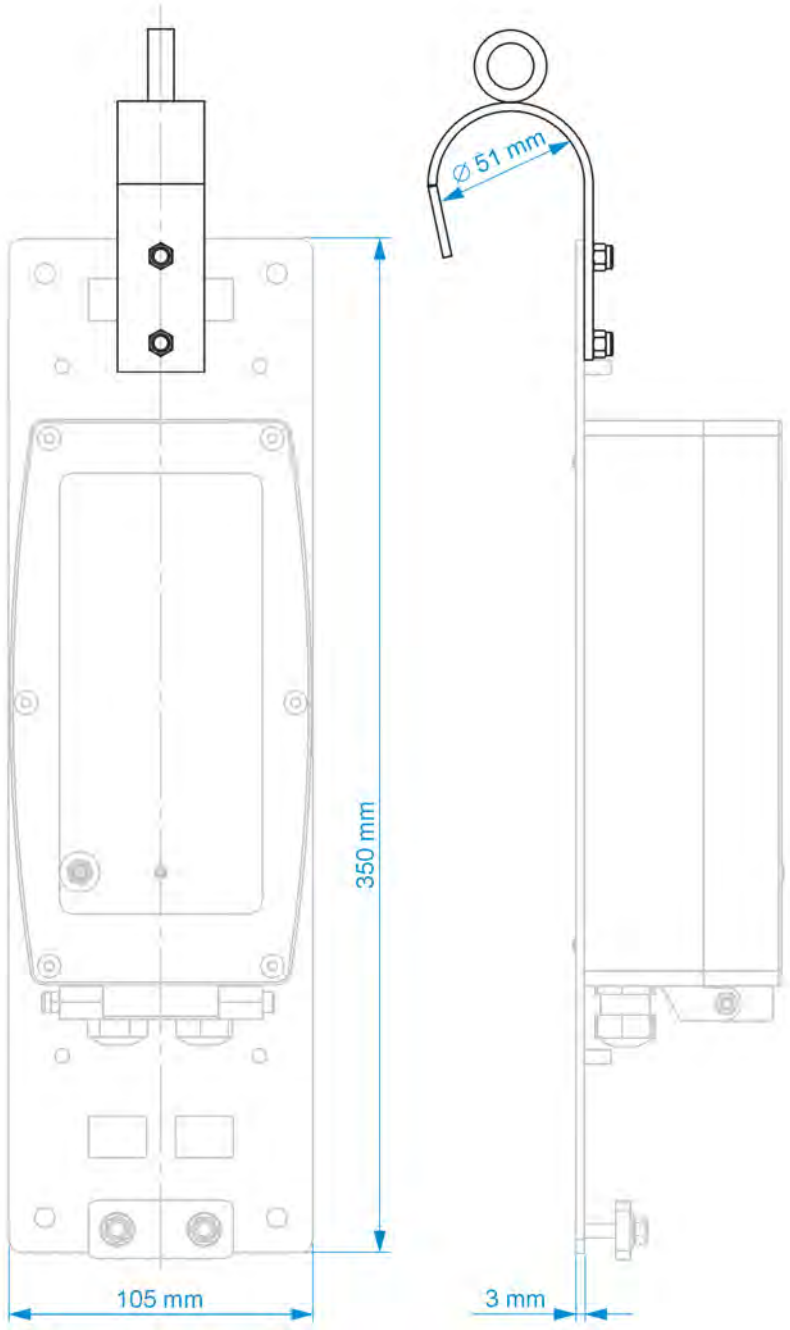

Fig. 24-3 Fastening with bracket on step iron
- Enclosure rear panel mounted on the mounting plate *ZMS0 176* (3 mm thick) with bracket for hanging on the step iron in a shaft (see Fig. 24-3)
5. Screw the enclosure to the wall or fasten the data logger to the mounting plate (if necessary, also the bracket; Fig. 24-3).